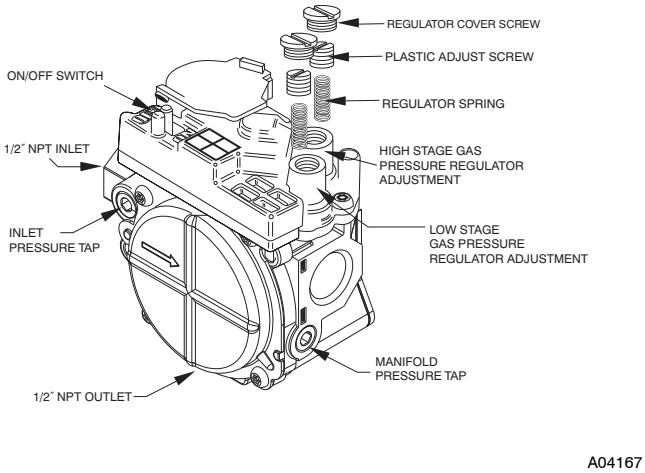

Fig. 15 - Two-Stage Gas Valve (208/230 VAC Models)
1. Remove regulator cover screw(s) over plastic adjustment screw(s) on gas valve (see Fig. 15).
2. Turn the high stage plastic adjustment screw clockwise to increase gas input and counterclockwise to decrease input (see Fig. 15). Manifold pressure must be between 3.2 and 3.8 IN. W.C. for high stage.
3. Replace high stage regulator cover screw on gas valve (see Fig. 15).
4. Turn the low stage plastic adjustment screw clockwise to increase gas input and counterclockwise to decrease input (see Fig. 15). Low stage manifold pressure must be between 1.4 and 2.0 IN. W.C.
5. Replace low stage regulator cover screw(s) on gas valve (see Fig. 15).